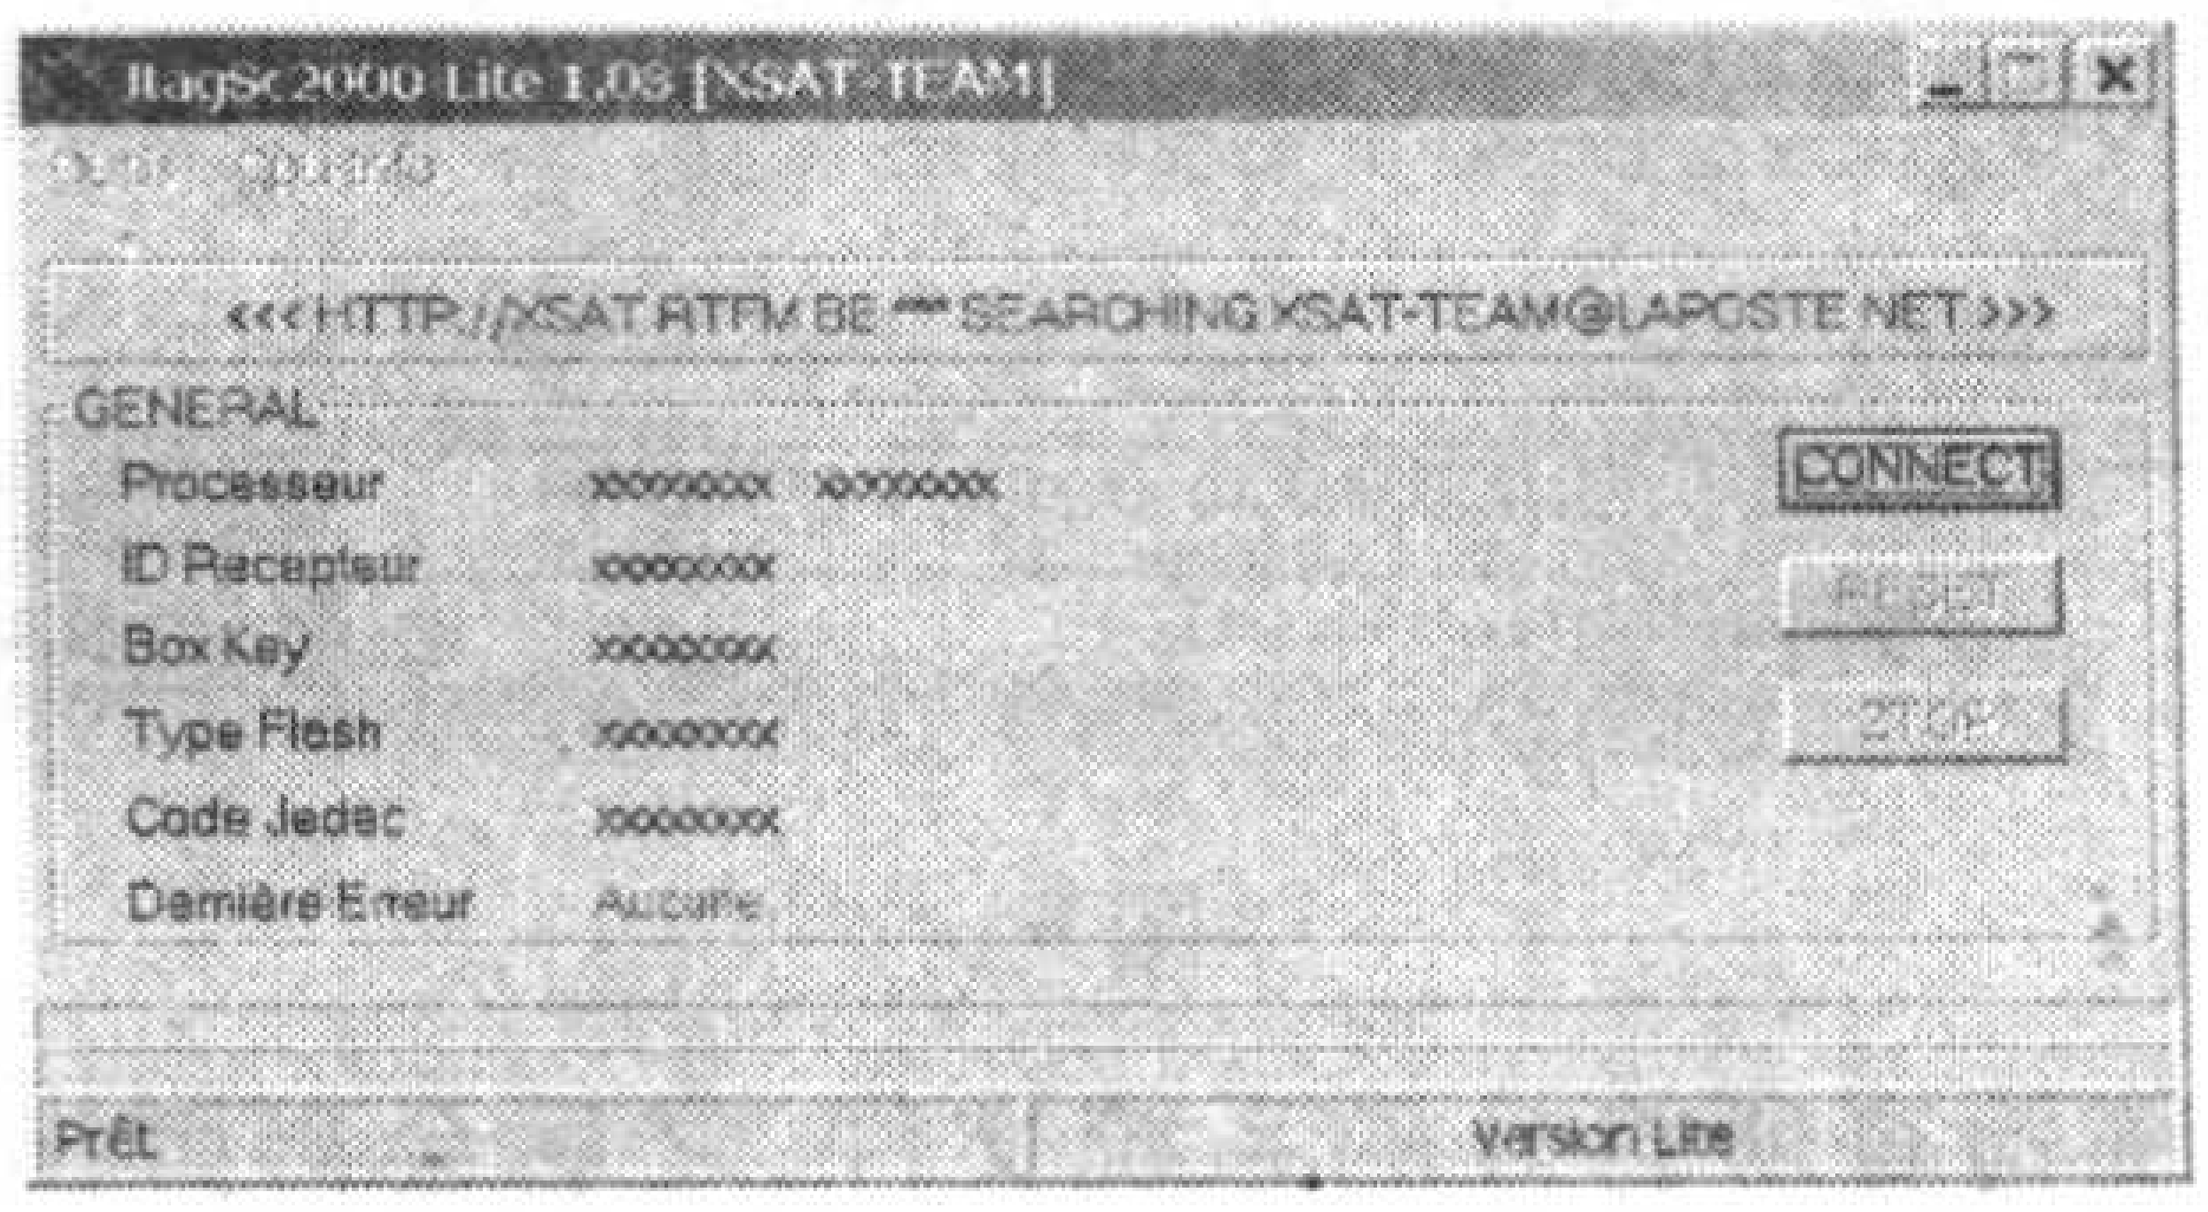

图 5
2. 先运行 JtagSC2000Lite 软件,再启动接收机,之后点击软件界面边的“CONNECT”按钮(见图 5)。